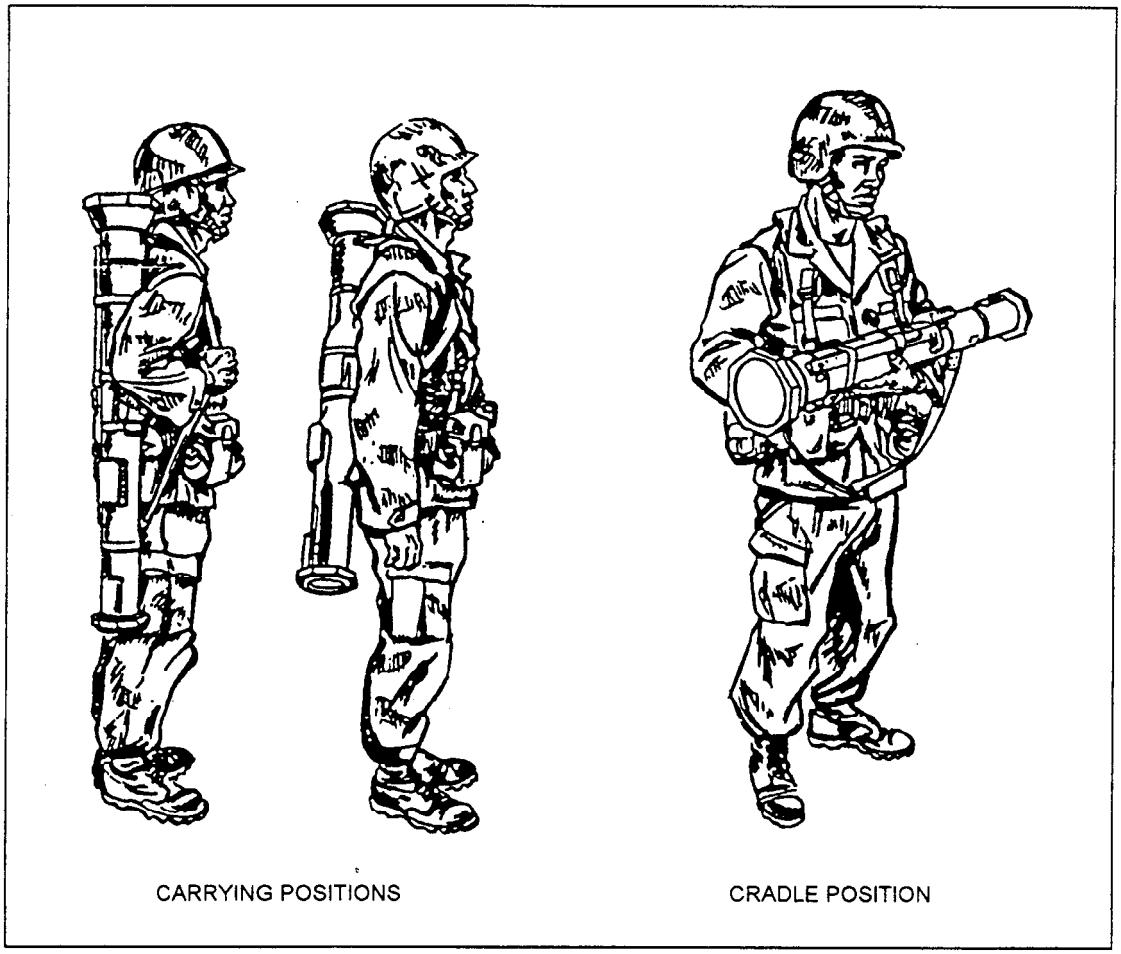

Figure 14-30.—Carrying and cradle positions.
• Remove the launcher from the carrying position and cradle it in your left arm (fig. 14-30).